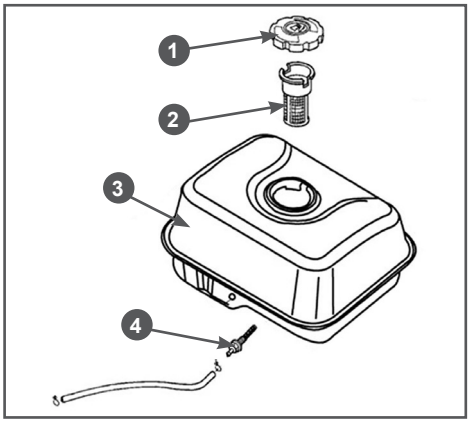

Рис. 22 Топливный бак и топливные фильтры
структивно объединен со штуцером топливного бака и установлен внутри бака (Рис. 22).
Каждые 300 часов работы или один раз в год в зависимости от того, что наступит раньше, необходимо производить очистку топливного бака от грязи и конденсата. Перед этим рекомендуется полностью выработать топливо. Одновременно с очисткой топливного бака необходимо проверять и очищать фильтр 4, установленный внутри бака (Рис. 22). Поврежденный или сильно загрязненный фильтр необходимо заменить.
3. Выкрутите из топливного бака выходной штуцер 4 и произведите его очистку (Рис. 22). Внимательно осмотрите сетчатый фильтр. При обнаружении механических повреждений замените штуцер топливного бака.